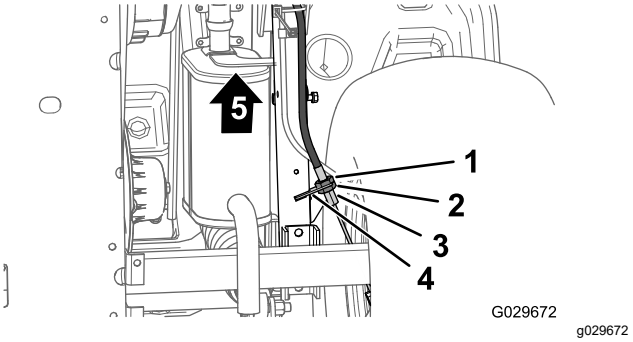

**Figur 68**
3. Lossa den bakre kontramuttern för den gängade justeraren till parkeringsbromskabeln som sitter längst ner på maskinen genom att vrida på den fyra varv (Figur 68).
4. Dra åt den främre kontramuttern (Figur 68).
A. Lossa den främre kontramuttern (Figur 68) för den gängade justeraren till parkeringsbromskabeln genom att vrida på den ett varv.
B. Dra åt den bakre kontramuttern (Figur 68).
A. Lossa den bakre kontramuttern (Figur 68) för den gängade justeraren till parkeringsbromskabeln genom att vrida på den ett varv.
B. Dra åt den främre kontramuttern (Figur 68).